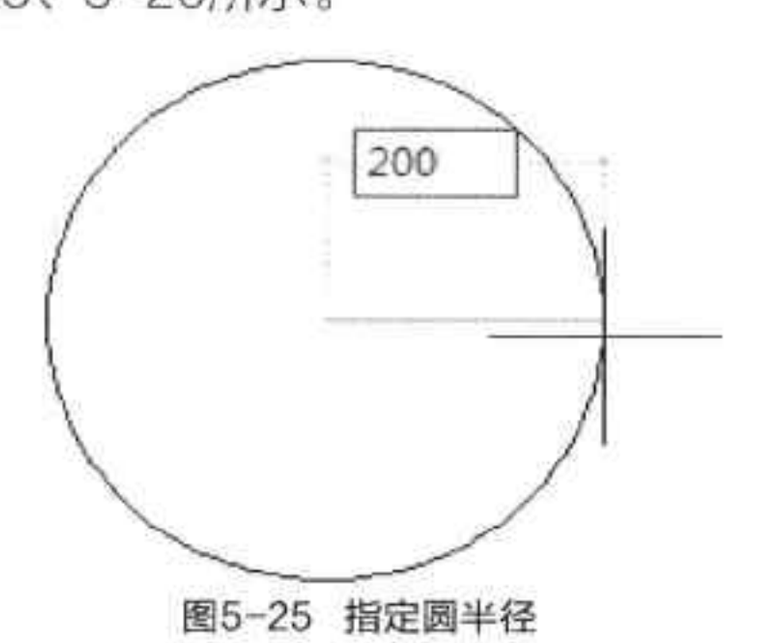

图5-25 指定圆半径
- 圆心、半径：该模式是通过指定圆心位置和半径值进行绘制。该模式为默认模式，如图5-25、5-26所示。